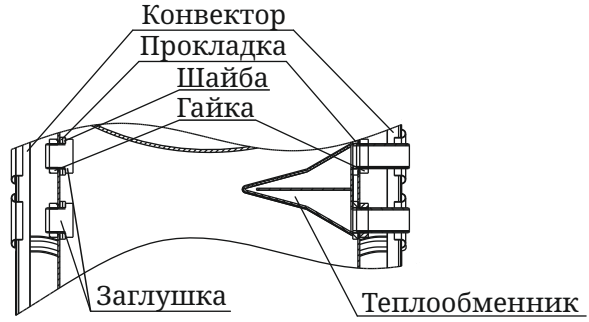

Рисунок 9. Демонтаж теплообменника
3. Снять теплообменник (рисунок 9), отвернув гайки 2 шт. и вынув его из отверстий, прокладки остаются на штуцерах;